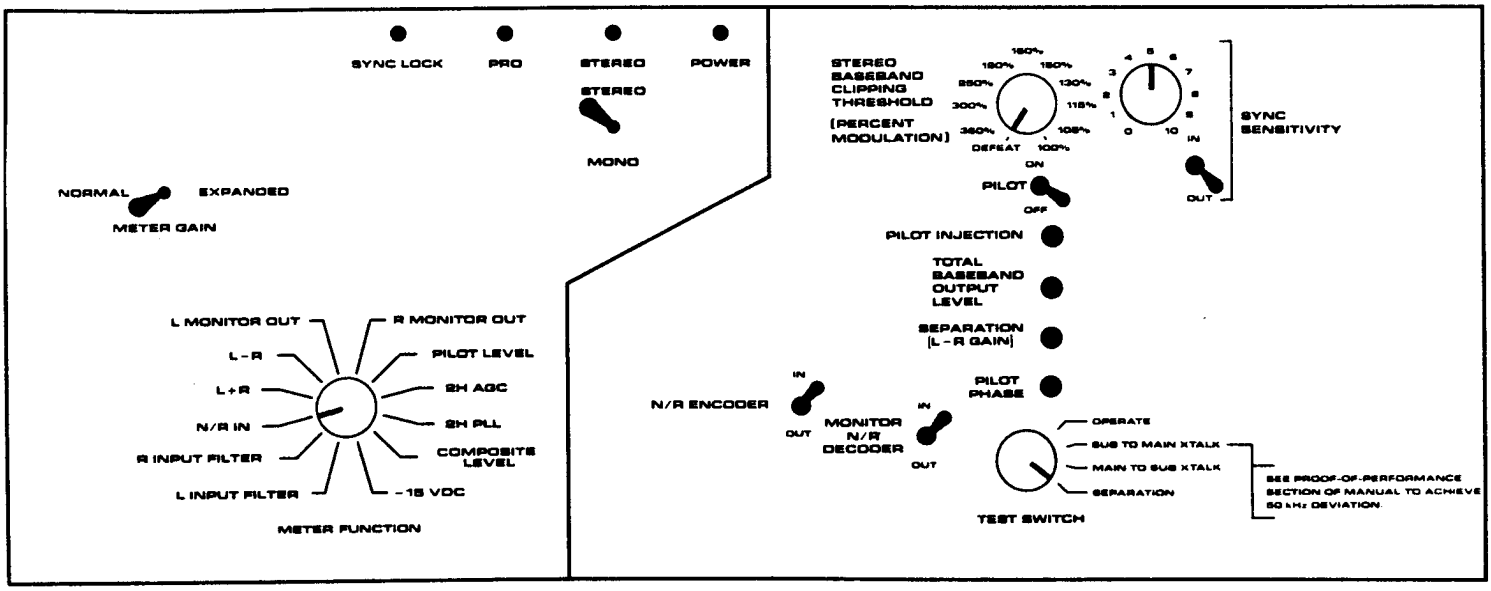

Figure 10: Control Settings for Step 16
b) Set controls as shown in Figure 10.